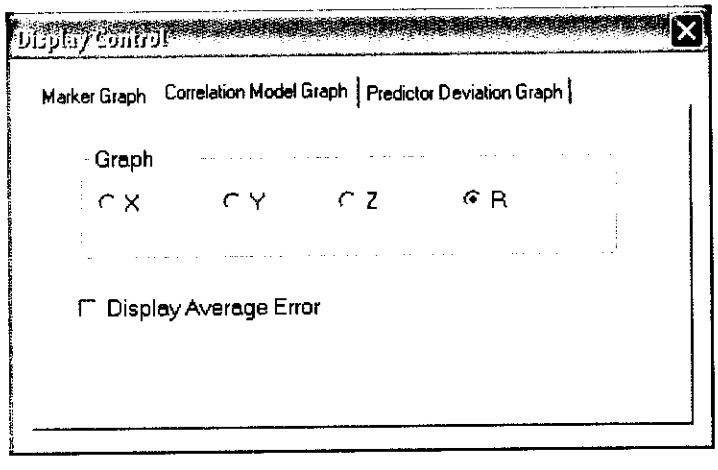

**Figure 24 Correlation Model Graph Display Control**
The Correlation Model Graph tab (*Figure 24 Correlation Model Graph Display Control, page 32*) allows you to select which positional data measurements are displayed. Correlation error can be shown corresponding to the X, Y, Z or radial (R) positional measurements. Average Error can also be displayed by enabling the **DISPLAY AVERAGE ERROR** checkbox.